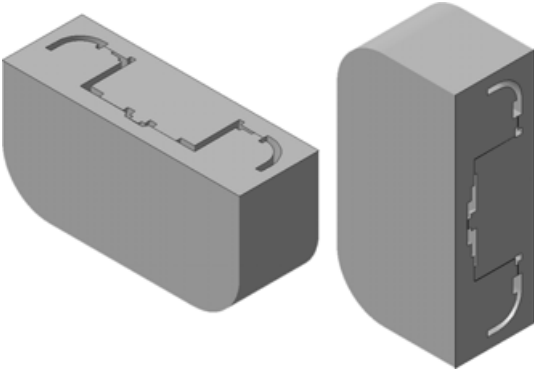

Рис. 8.103
- Выполните сечение детали плоскостями **ZX** и **XY** (рис. 8.103). После просмотра результатов удалите в дереве построения элементы **Сечение плоскостью:1** и **Сечение плоскостью:2**. Сохраните модель и закройте ее окно.